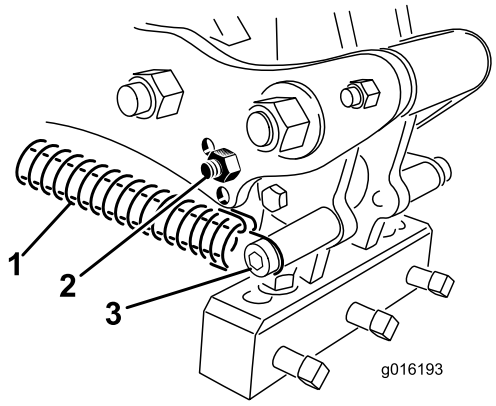

Figur 35
3. Løsne fjærspenningen ved pipehodet (Figur 35).
4. Fjern støtfangerbolten og selve støtfangeren fra forbindelsesarmen, og sett disse inn igjen i det andre justeringshullet (Figur 35).